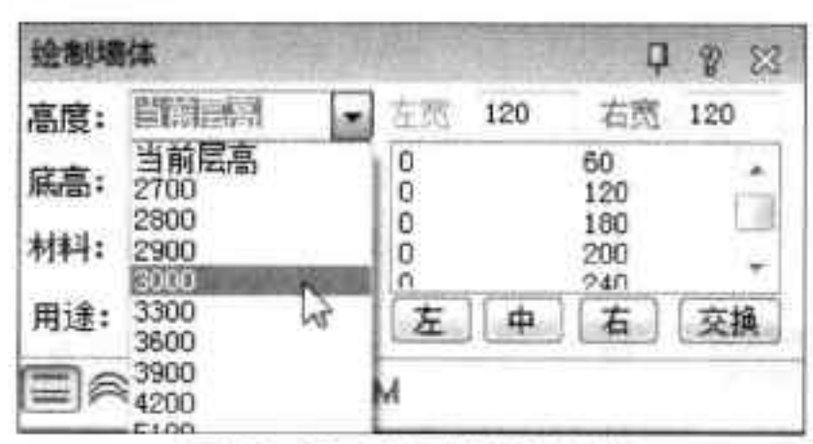

图16-48 设置墙体高度值
Step 02 在该对话框中，单击“高度”下拉按钮，选择所需墙体高度值，这里选择“3000”，如图 16-48 所示。